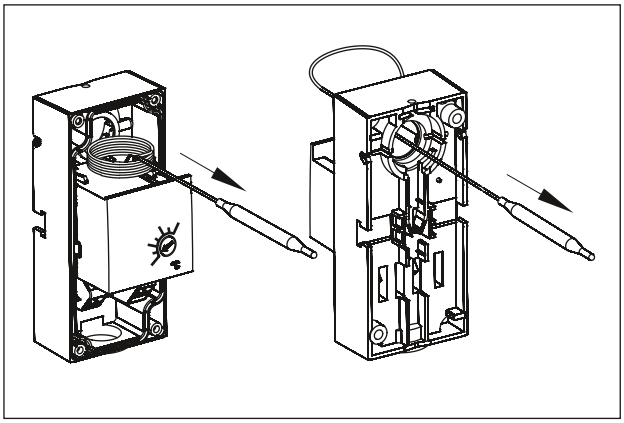

Fig. 10: *Uncoiling the capillary tube*
4. Uncoil the capillary to the required length (see Fig. 10).
5. Route the sensor again through the back of the housing (see Fig. 10).